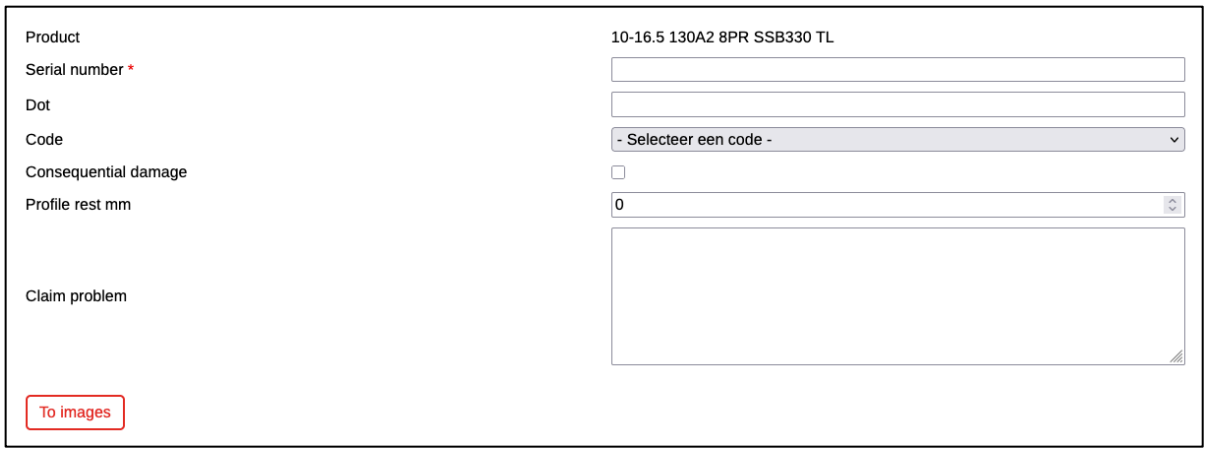

Figure 9
3.3. Ajouter des informations *(Figure 9)*